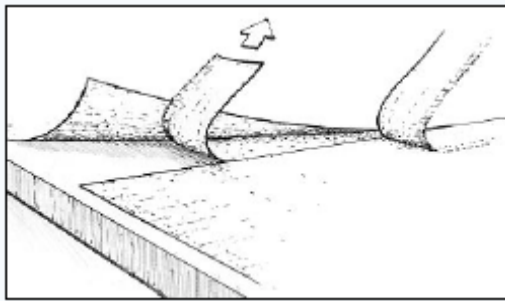

Рис. 27. Снимите верхний обрезок, приподнимите противоположный край и уберите нахлёстывающийся обрезок.
c) Уберите верхний обрезок, поднимите противоположный край для того, чтобы убрать нахлёстывающийся обрезок *(Рисунок 27)*.